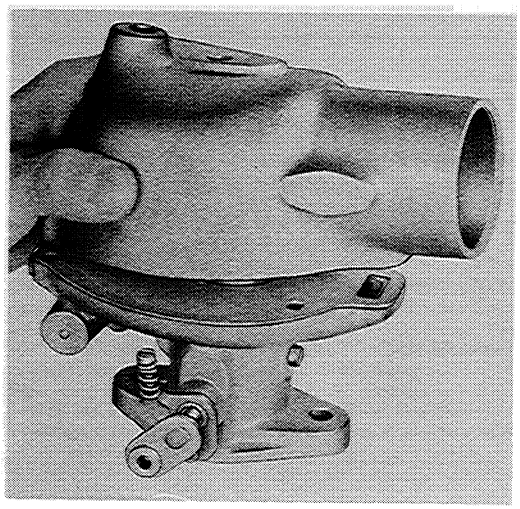

Figure N-47
14. Invert the throttle casting and place the bowl assembly over it being careful not to damage the float in doing this, Figure N-47.